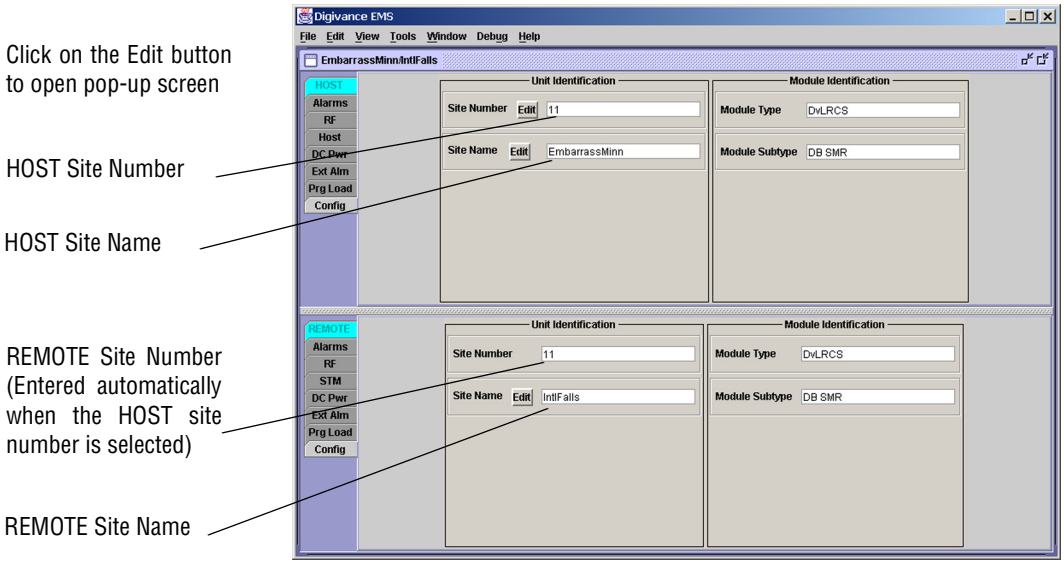
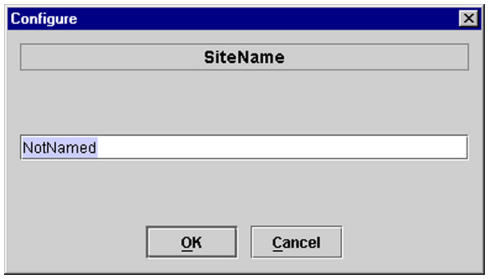

**Figure 3-4. HOST and REMOTE Config Displays**
**Figure 3-5. HOST Site Name Pop-Up Screen**
1. Click on the HOST **Config** tab and on the REMOTE **Config** tab. The HOST **Config** display and the REMOTE **Config** display will open within the EMS main window as shown in Figure 3-4.
2. Click on the HOST **Site Name Edit** button (see Figure 3-4). The **Site Name** pop-up screen will open as shown in Figure 3-5. Enter a unique name for the HOST. The name may be up to 32 characters long and must not contain any spaces. The name may include numbers, punctuation, and upper or lower case letters and must always begin with a letter. Click on **OK** to close the screen and make the changes take effect.
3. Click on the HOST **Site Number Edit** button (see Figure 3-4). The **Site Number** pop-up screen will open. Enter any number (must be unique) between 1 and 24 and then click on **OK** to close the screen and make the changes take effect.
4. Check the REMOTE **Site Number** field (see Figure 3-4). The REMOTE Site Number does not have to be entered. When the HOST Site Number is entered, the system will automatically enter the same number for the REMOTE Site Number.
5. Click on the REMOTE **Site Name Edit** button (see Figure 3-4). The **Site Name** pop-up screen will open. Enter a unique name for the REMOTE. The name may be up to 32 characters long and must not contain any spaces. The name may include numbers, punctuation, and upper or lower case letters and must always begin with a letter. Click on **OK** to close the screen and make the changes take effect.